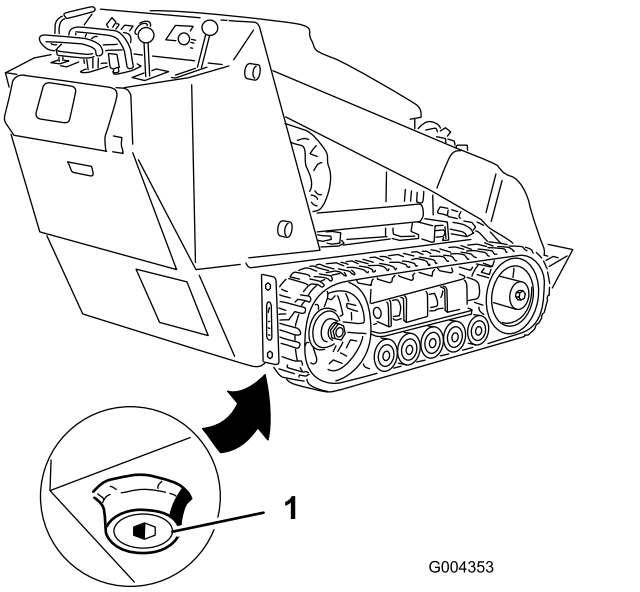

Rysunek 33
4. Wykręć korek spustowy (Rysunek 33).